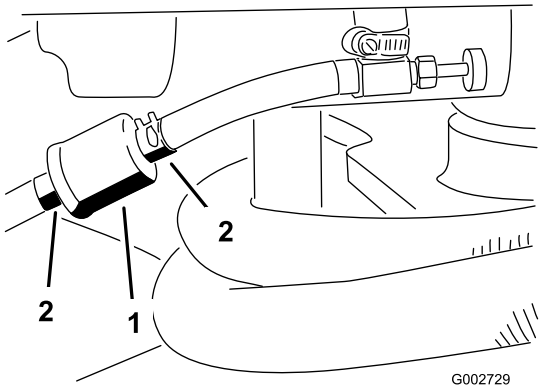

Figur 29
1. Lukk bensinkranen, løsne slangeklemmen på forgassersiden av filteret og fjern bensinslangen fra filteret (Figur 29).